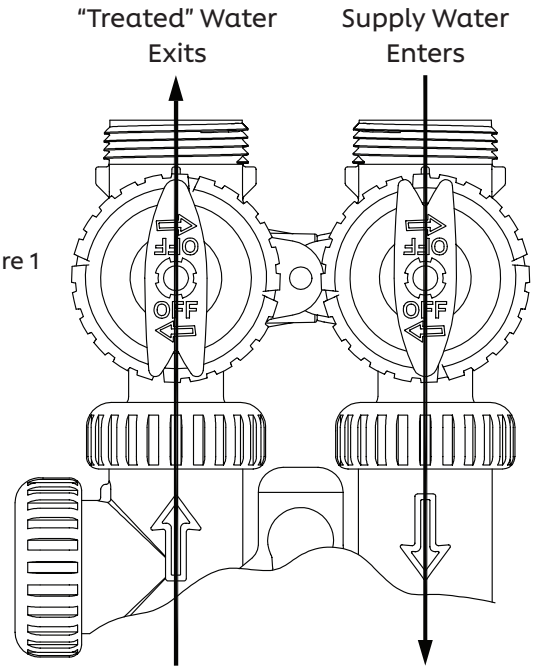

Figure 1
1. **Normal Operation Position:** The inlet and outlet handles point in the direction of flow indicated by the engraved arrows on the control valve. Water flows through the control valve during normal operation and this position also allows the control valve to isolate the media bed during the regeneration cycle. (See Figure 1 on page 5)